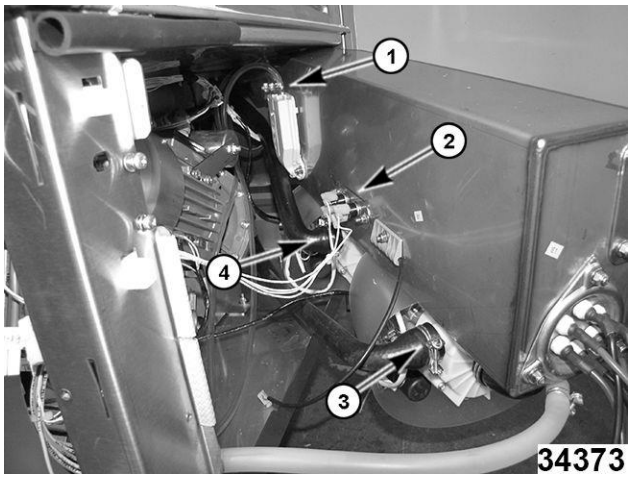

Fig. 93
A. Marque los cables y desconecte los límites altos. (2, Fig. 93)
B. Bomba de enjuague de nivel superior. (3, Fig. 93)
C. Bomba de enjuague de nivel inferior. (4, Fig. 93)